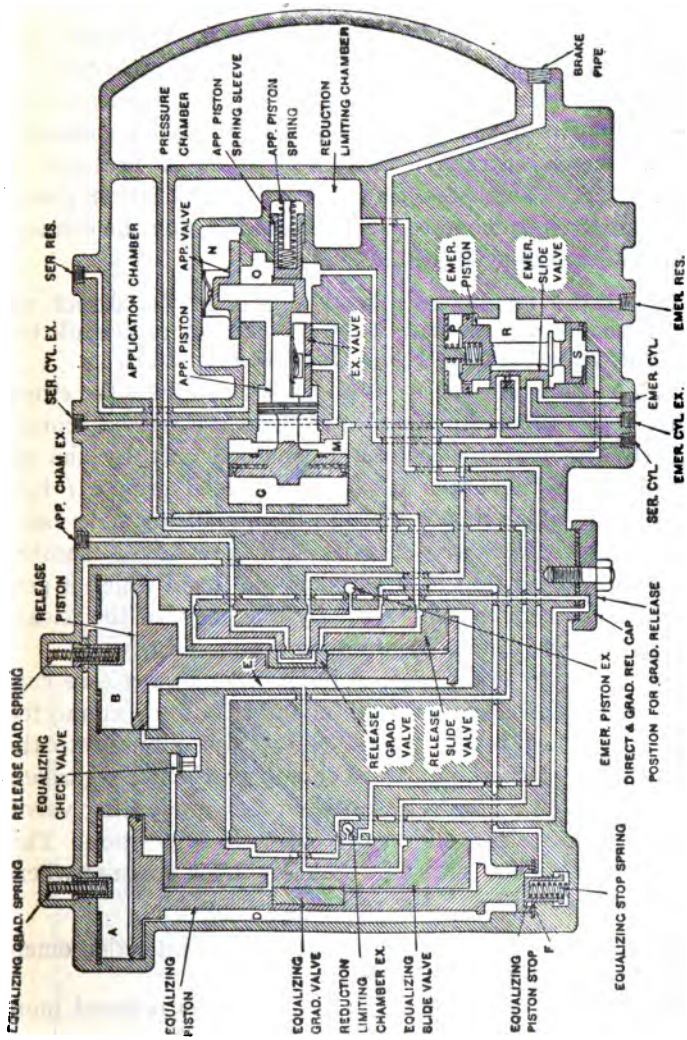

FIG. 141. GRADUATED RELEASE LAP POSITION.
A. Assuming that the *graduated-release cap* is in the graduated-release position, the connections between the *emergency reservoir* and chamber *E* through the equalizing slide valve, graduated-release cap and release slide valve will tend to raise the pressure in chamber *E* and the *pressure chamber* above the partly reinstated pressure in chamber *B*. As soon as the difference in pressure between these two chambers is sufficient to overcome the frictional resistance, the release piston and graduating valve are forced upward to the *graduated-release lap* position, shown in Fig. 141.